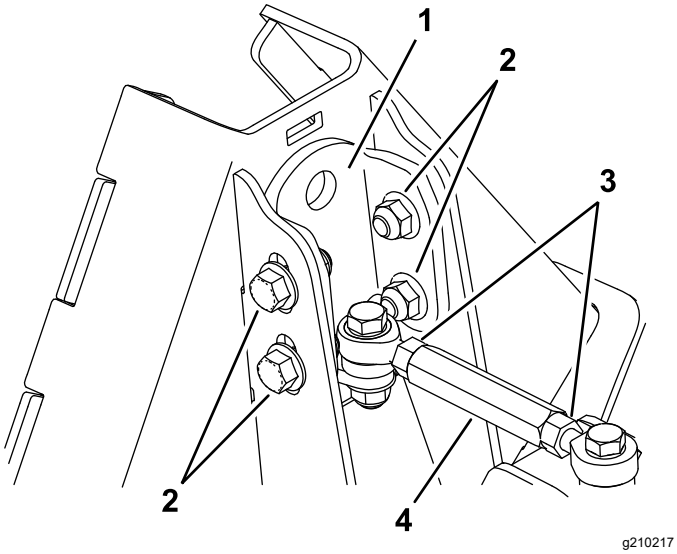
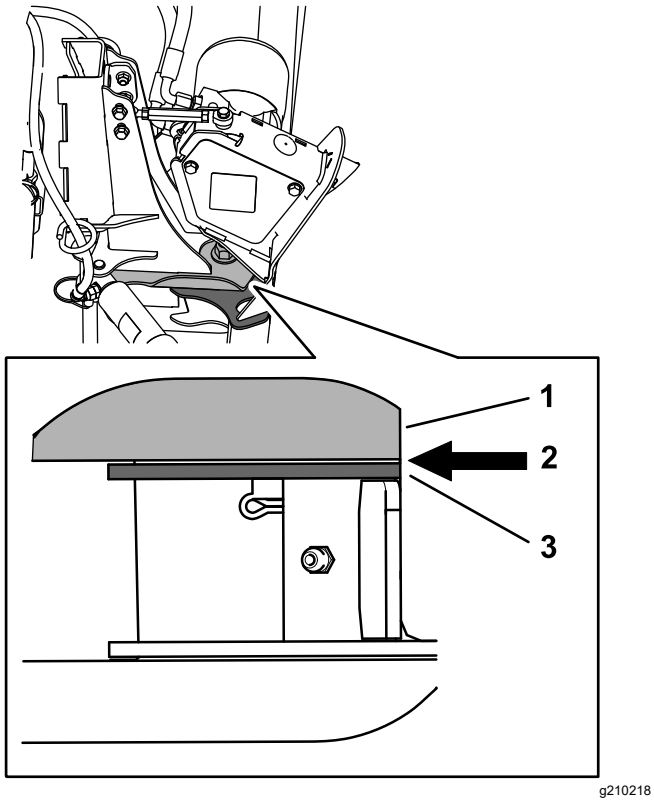

Figure 9
Figure 10
A. Loosen the fasteners on the channel, slide the channel up or down, and tighten the fasteners (Figure 9).
B. Loosen the hex nuts to adjust the length of the turnbuckle as needed (Figure 9). As you adjust the turnbuckle, ensure that there is enough space between the upper plate and upper channel that you can slide a sheet of paper between them (Figure 10).